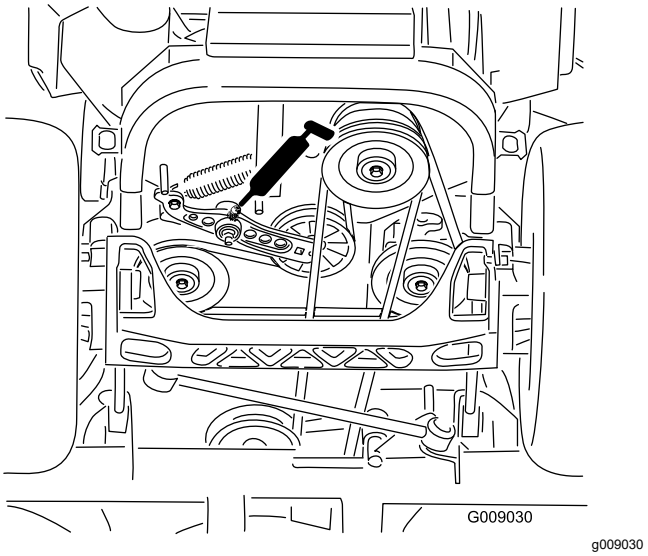

**Figur 52**
4. Smør drivremmens styrearme (Figur 52).